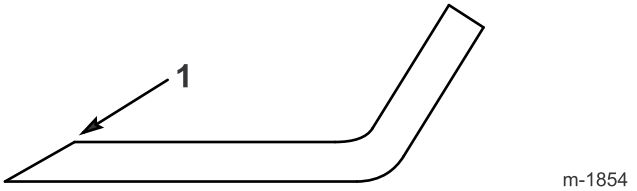

Figur 36
1. Anvend en fil til at slibe begge ender af skærekniven (Figur 36). Bevar den oprindelige vinkel. Skærekniven bevarer balancen, hvis der fjernes den samme mængde materiale på begge skærekanter.